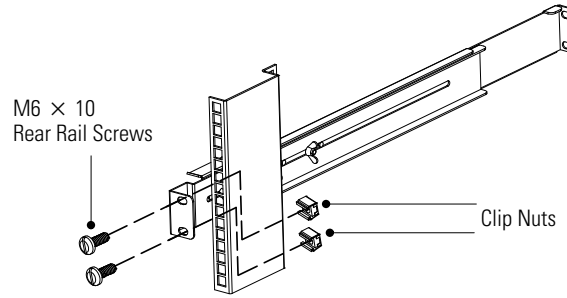

**Figure 8. Securing the Rear Rail**
6. Using two M6 × 10 screws and two clip nuts, attach the rail to the rear of the rack (see Figure 8).